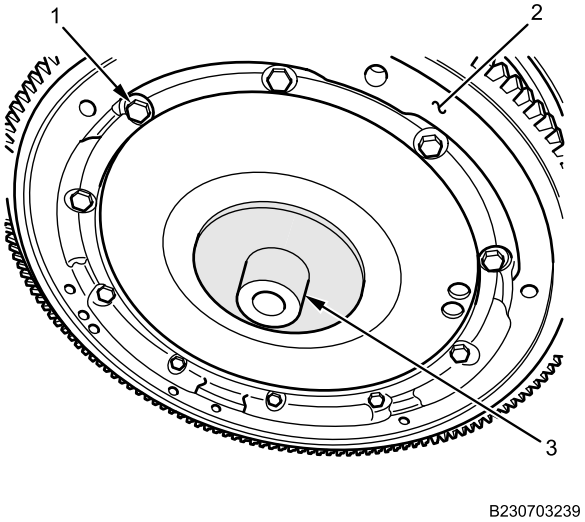

Figure 20. Starter Ring Installation.
3. Install starter ring (Figure 20, Item 2) to torque converter with 10 bolts (Figure 20, Item 1). Torque bolts to 21-35 lb-ft (28-47 N•m).
4. Apply antiseize compound to pilot (Figure 20, Item 3).